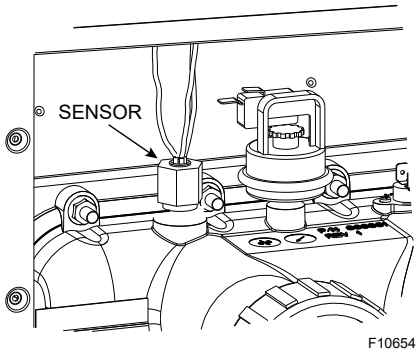

Figure 31. Digital Temperature Sensor Location
3. Remove the thermostat temperature sensor by loosening the compression fitting nut. Re-route the sensor to left-side of the heater. See **Figure 31**.
4. Remove (12) nuts holding the inlet/outlet and return headers to the tube sheets. Clean off tube sheet area where the gasket seats. Also clean off the header and the gasket. Apply a non-petroleum-based lubricant to the gasket such as Aqualube. Re-attach the headers to the opposite sides, making sure they are installed in an upright position. Do not over-tighten. Torque should not exceed 7 ft/lb. See **Figure 31.**